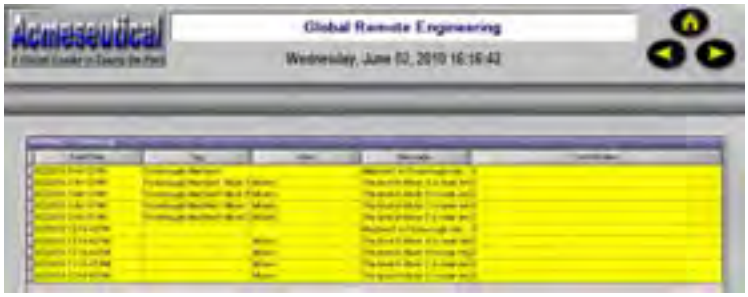

Figure L9.5 - Alarm Reporter in Runtime Mode
1. Click on the Runtime menu to start runtime mode and show the logged alarms, similar to what is depicted in Figure L9.5.